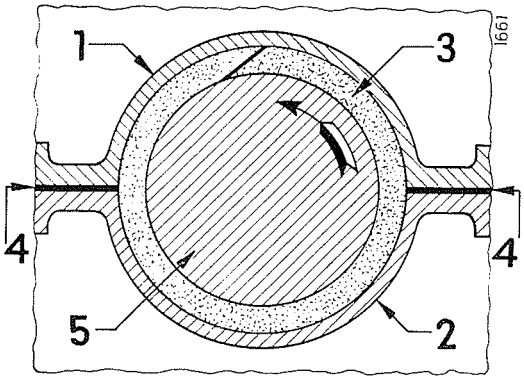

Bild 75
Die Graphitschnur (3), Bild 75, in die untere Hälfte des Öldichtungshalters (2) so einlegen, daß die Schnittstelle nach oben zeigt und der schräge Schnitt von oben rechts nach unten links verläuft.
Die obere Hälfte des Öldichtungshalters (1) so auf die Graphitschnur (3) aufschieben, daß letztere einwandfrei in der Nut zu liegen kommt und sich vollständig schließt, Bild 75.